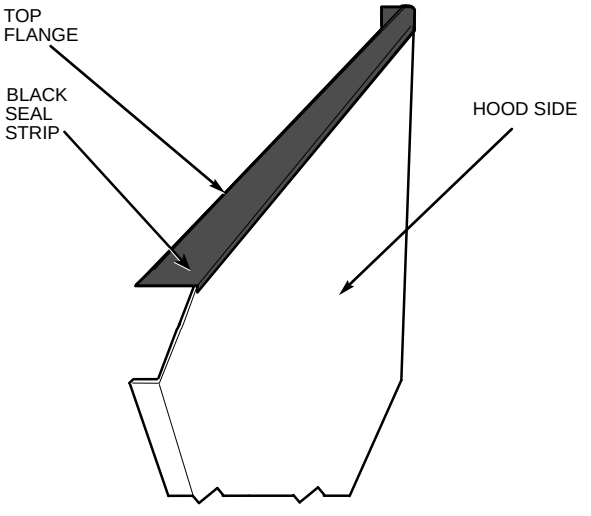

Fig. 18 — Adding Seal Strip to Top of Hood Sides
1. Apply black seal strip (provided in package) to outside top-edge of hood sides. Wrap seal strip over edge to cover top flange (4 hood sides). Make sure seal strip covers screw holes. Allow strip to overhang ⅛-in. past the end opposite the mounting flange. See Fig. 18.